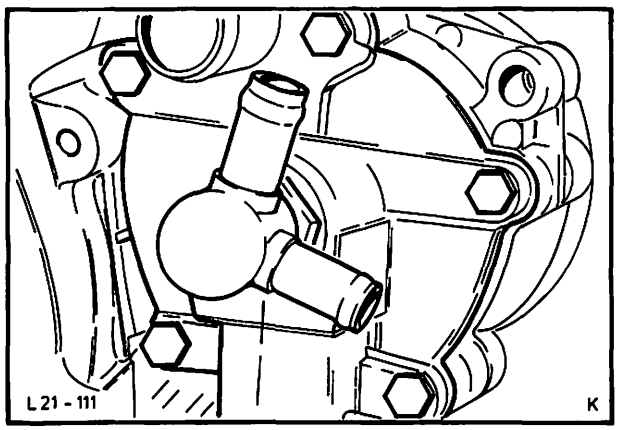

Abb. 147 Wasserpumpe mit Deckel entfernen
18. Wasserpumpe (5 Schrauben) entfernen und Deckel abnehmen, Abb. 147.